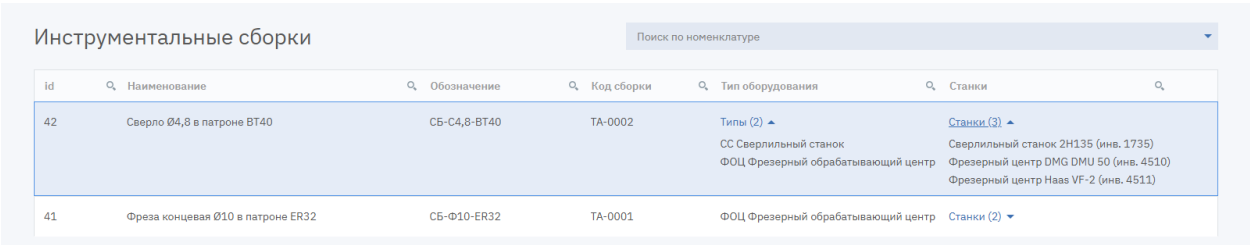

Рисунок 67. Подраздел «Инструментальные сборки»
Перечень содержит колонки «id», «Наименование», «Обозначение», «Код сборки», «Тип оборудования» и «Станки» (см. Рисунок 67). Если в колонке «Тип оборудования» или «Станки» несколько значений, выводится их количество (например, «Типы (2)», «Станки (6)»); щелчок по нему раскрывает список. В колонке «Станки» отображаются станки типов оборудования, указанных в сборке.